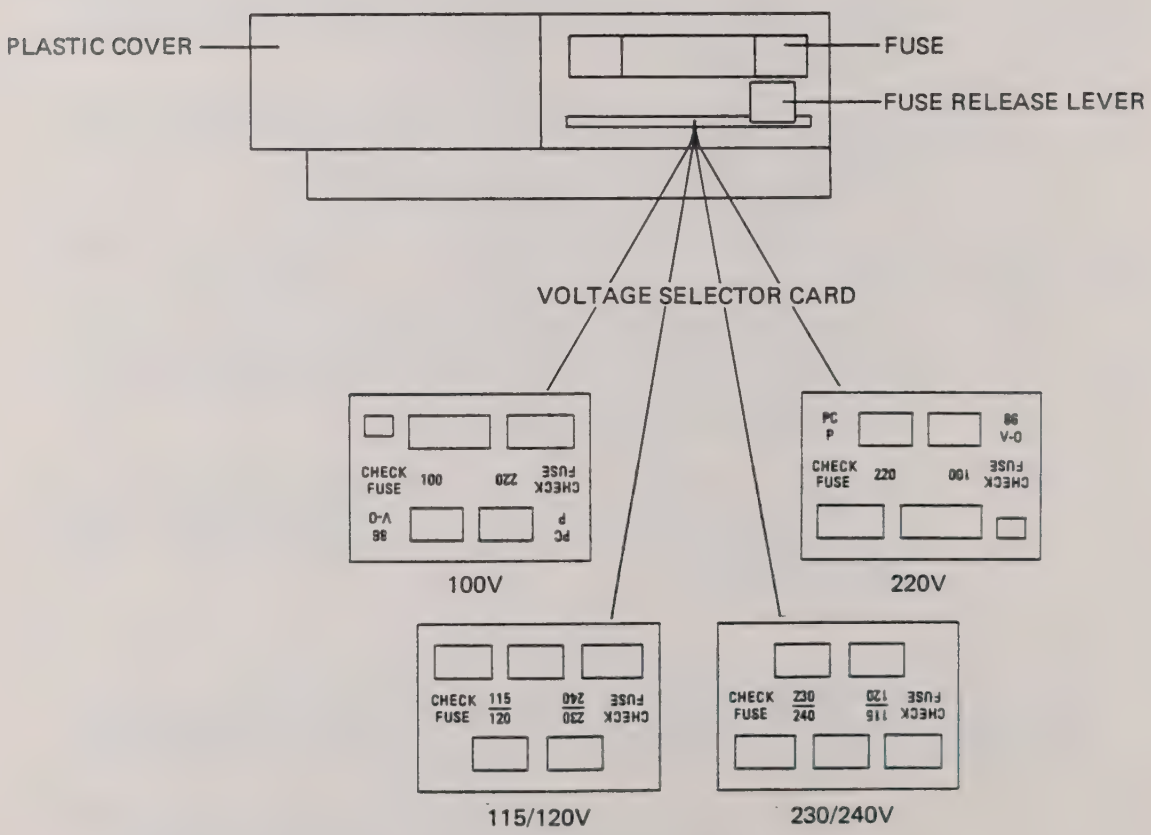
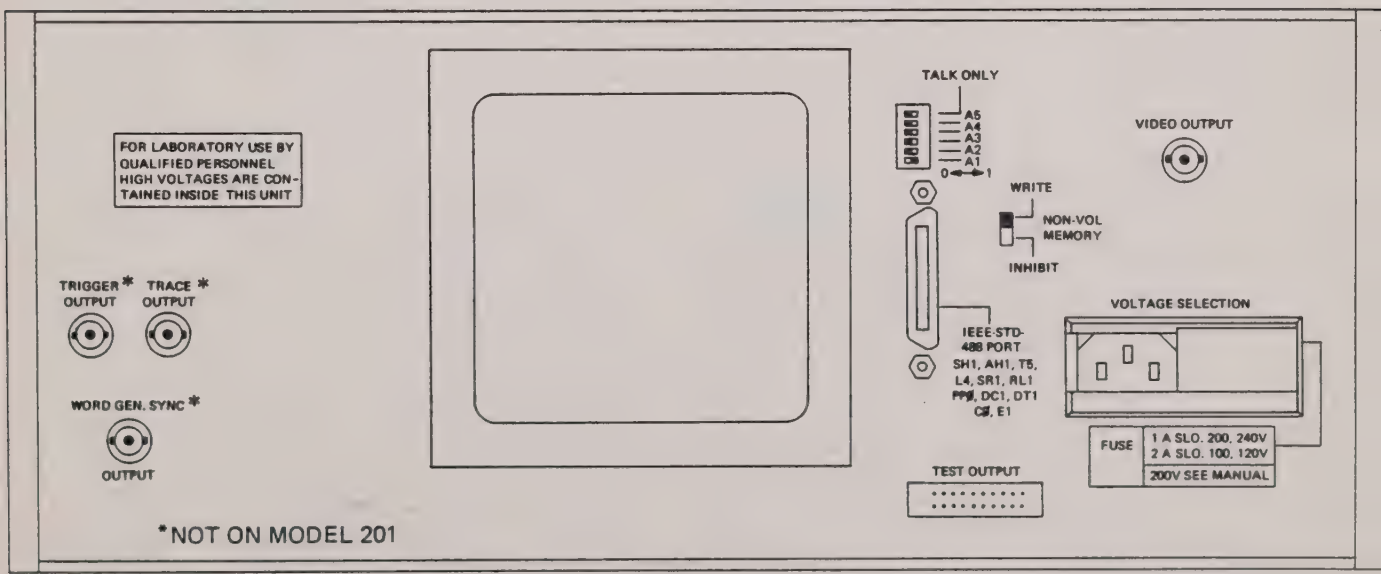

Figure 2.3 - Voltage Selector Card and Procedure
Figure 3.2 - Rear Panel
2.5.1 Refer to Figure 2.3 showing the voltage selector card and its proper orientation for operating on any of the four line voltages. Refer to Figure 3.2 showing all the rear panel features. Standard instruments operate on either 100, 120, 220 or 240 volts, 50 to 60 Hz. Maximum power consumption is 150 watts. Operation on any of the four line voltages is selected by inserting the small printed circuit card, required side up/readable right-side up, into the combination voltage selector/fuse holder/power cord connector assembly. Selection of a specific line voltage is accomplished as follows:
2.7.2.1 The four BNC connectors (one on the 201) on the rear panel are described in Paragraph 3.3.2 and depicted in Figure 3.2 to which the user is referred.
2.7.5.1 The 20-pin Test Output connector J200 is shown in Figure 3.2 to which the user is referred. This feature permits the user to verify the integrity of the input system and interfacing probes.
2.8.1 Refer to Figure 2.3. AC Line Fuse F200 is retained by a clip-holder and located immediately above the voltage card selector within the Input Power compartment on the rear panel. To remove the fuse for inspection and/or replacement, disconnect the power cord, slide the plastic fuse cover and then the FUSE PULL level completely to the left. Remove the released fuse.